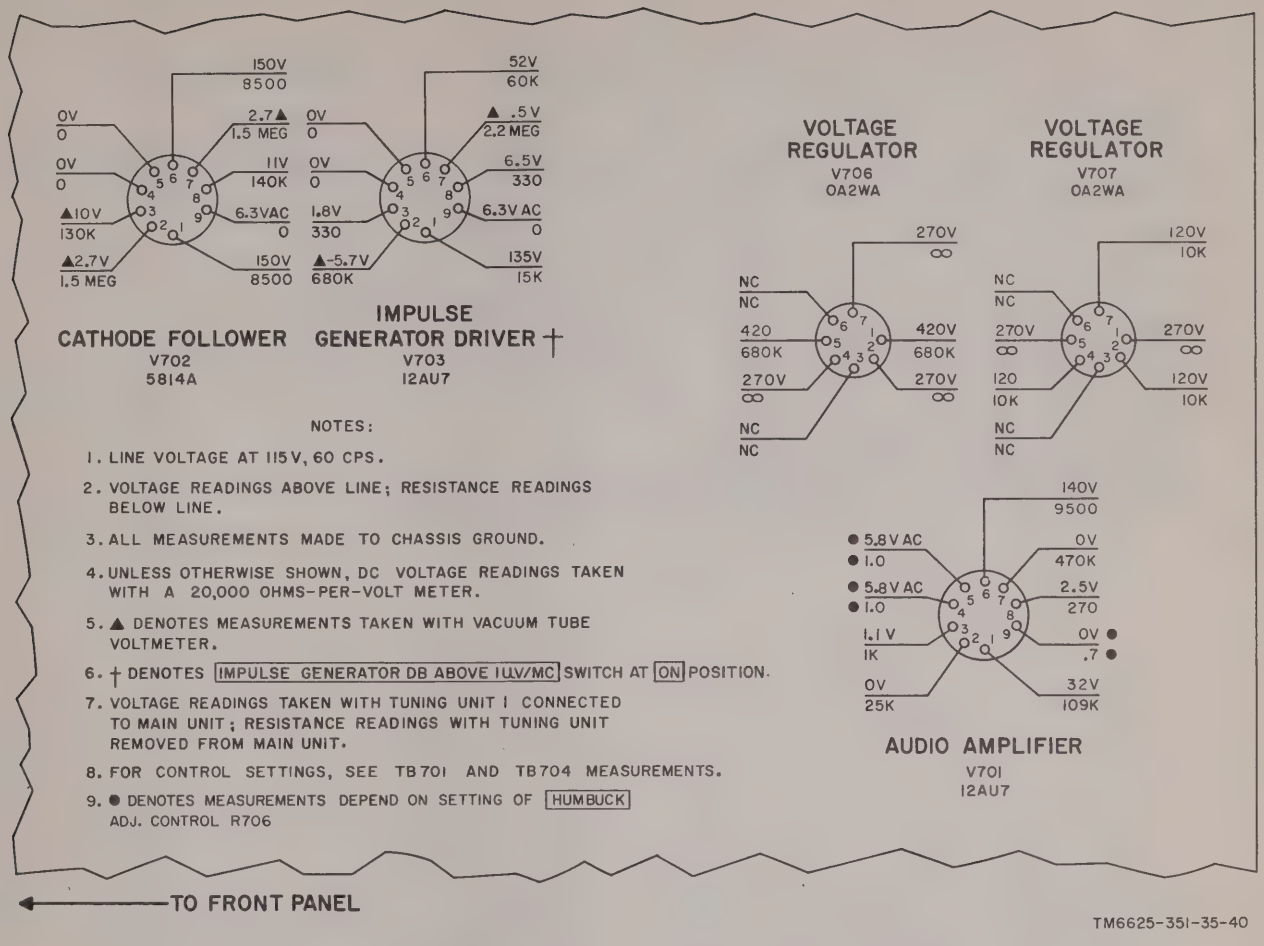

Figure 41. Tube socket voltage and resistance diagram, main unit chassis, bottom view.
(1) *Resistance measurements.* The use of resistance measurements to locate trouble will prevent further damage to the equipment if short circuits are present. To assist in the localization of such faults, troubleshooting data include the normal resistance values as measured at tube sockets and at key terminal points. The normal resistance values at any point in the main unit can be determined by referring to the resistance values shown in figures 41 through 45, or by the resistor and capacitor color codes (fig. 96 and 97). Before making any resistance measurements, turn off the power and remove the main unit dust cover by following the procedure described in paragraph 40*b*, item 12, of TM 11-6625-351-12. A convenient point for making overall resistance measurements of a tuning unit is at the multipin connector located at the rear of the tuning unit chassis. With a tuning unit removed from the main unit and placed on the workbench, this connector permits a checkout of the proper resistance value for the 20 terminals within the connector housing. If trouble is indicated by lack of correspondence between actual measurements taken at the multipin connector and the normal readings listed in paragraph 68, further localization of the trouble must be obtained by measuring resistances at the various tube sockets within the tuning unit. To gain access to the tuning unit tube sockets, remove the tuning unit dust cover as follows:
(2) *Voltage measurements.* Most troubles either result from abnormal voltage or they produce abnormal voltages. Normal voltages at tube sockets and key terminal points in the main unit are shown in figures 41 and 43 through 45. A convenient point for measuring power supply voltages is at the feedthrough terminals which project from the filter box assembly, mounted on the exterior rear of the main unit (fig. 45). Compare the actual readings taken with the normal readings shown. Tube socket voltages checks for the electron tubes housed within each tuning unit can be made only by use of Cable Assembly, Special Purpose, Electrical Branched CX-6681/URM-85 (para 61*e*). In addition, the dust cover of the tuning unit must be removed ((1) above). Figure 46 illustrates a typical tuning unit operating outside of its tuning unit compartment and receiving proper ac and dc potentials from the receptacle mounted on the rear interior wall of the tuning unit compartment. With a malfunctioning tuning unit set up as shown in figure 46, compare the voltage readings taken with the normal readings shown in figures 47 through 50.